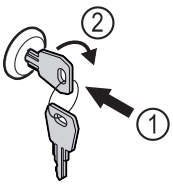

Fig. 133 Beispielhafte Darstellung
▶ Schlüssel hineindrücken *Fig. 133 (1)*.
▶ Schlüssel um 90° im Uhrzeigersinn drehen *Fig. 133 (2)*.